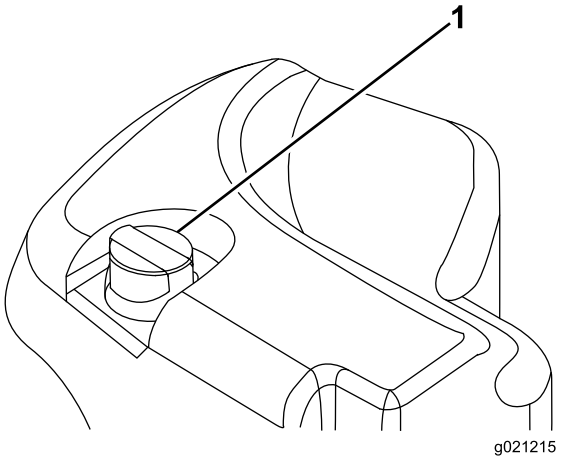

**Figur 33**
2. Rengør området omkring påfyldningsstudsen og hydrauliktankens dæksel (Figur 33).